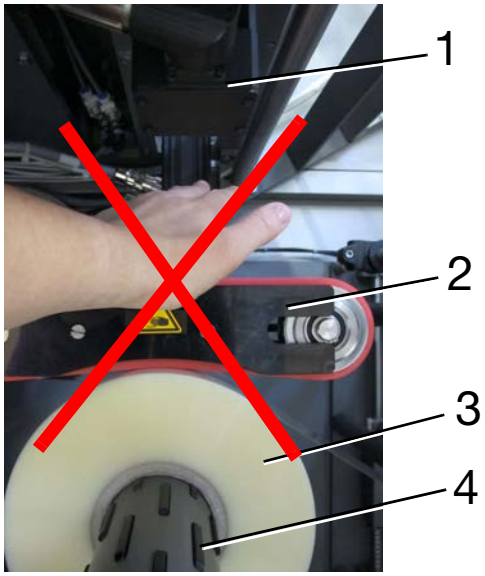

Fig. 1-11 1 Motor
Danger! Upon actuation, the film roll unwinder (2, Fig. 1-11) moves upwards by means of compressed air. At this point, there is a risk of crushing between the film roll unwinder and the motor (1). Never reach into this zone when the film roll unwinder is actuated!